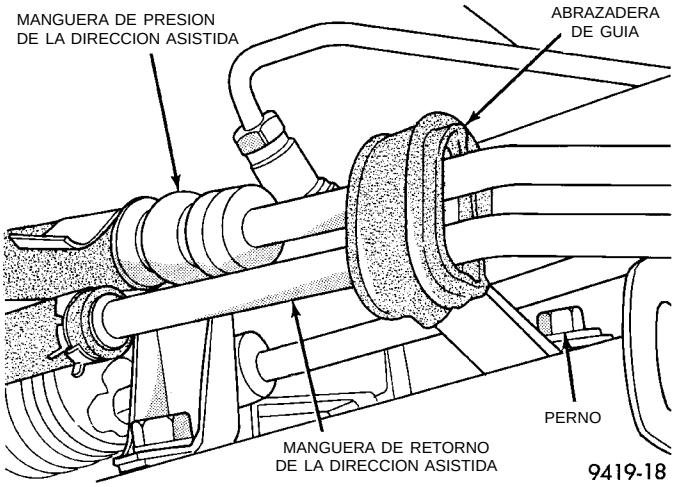

Fig. 9 Abrazadera de guía de las mangueras de presión y de retorno de la dirección asistida
(8) Si el vehículo está equipado con dirección asistida, retire la abrazadera guía de las mangueras de presión y de retorno de la dirección asistida del travesaño del falso bastidor de la suspension delantera (Fig. 9). **No es necesario desmontar la abrazadera de guía de las mangueras de presión y de retorno de la dirección asistida.**
PRECAUCION: Antes de retirar del vehículo el travesaño de falso bastidor de la suspensión delantera, se DEBE marcar su emplazamiento en la carrocería según (Fig. 9). Esto es necesario para poder colocar el travesaño de falso bastidor en el mismo lugar de la carrocería del vehículo, al volver a instalarlo. Si al ensamblarse el vehículo no se mantiene el mismo emplazamiento del travesaño de falso bastidor de la suspensión delantera en la carrocería del vehículo, no se obtendrán los reglajes de alineación de la suspensión delantera NETOS DE FABRICA. Eso podría ocasionar problemas de maniobra y/o desgaste de neumáticos.
mangueras de presión y retorno de la transmisión asistida y el tornillo de fijación en el travesaño del falso bastidor de la suspensión delantera (Fig. 9). Apriete el perno de fijación de la abrazadera de guía de las mangueras al travesaño del falso bastidor (Fig. 9) con una torsión de 23 N·m (17 libras pie).